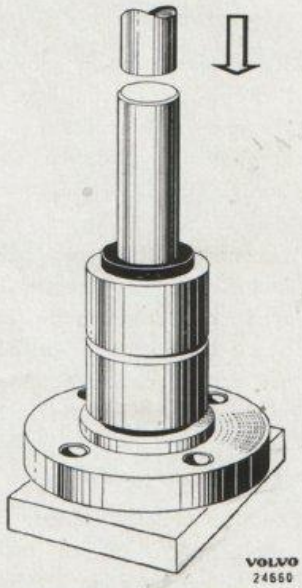

Bild 1-85. Montering av nav
1. Pressa ned axeln i navet, se bild 1-85. Lägg en bricka ca 2 mm tjock under axeländan.